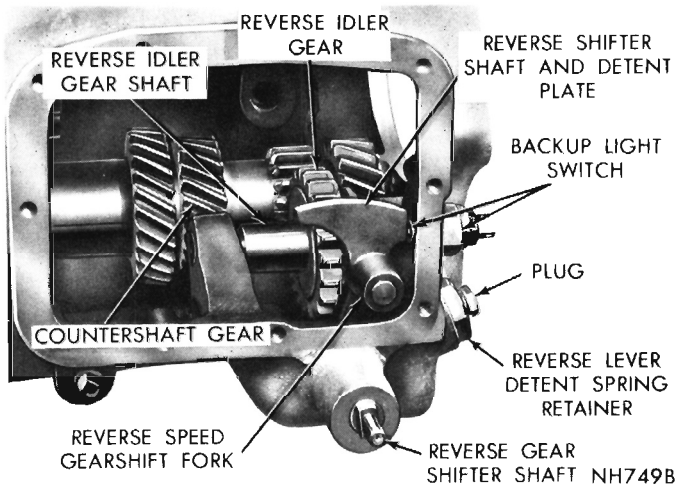

Fig. 29—Gear, Shaft and Lever Identification
(1) Remove reverse gearshift lever detent spring retainer, gasket, plug and detent ball spring from rear of the case (Fig. 29).